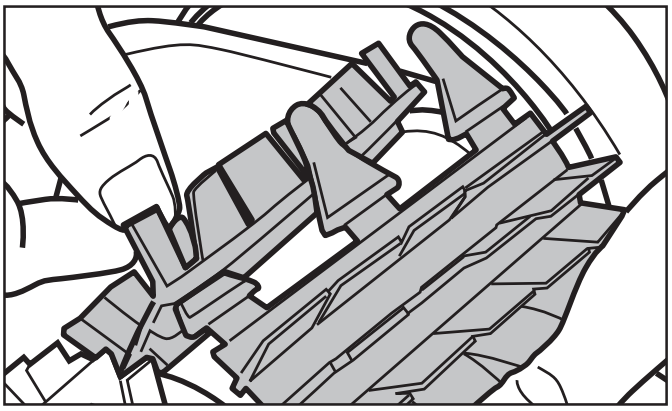

Figura 19. Inserte las lengüetas en cada ranura
4. Inserte cada lengüeta en la ranura provista y deslice el cepillo suavemente hasta que la base salga del otro lado de la ranura (Figura 19).